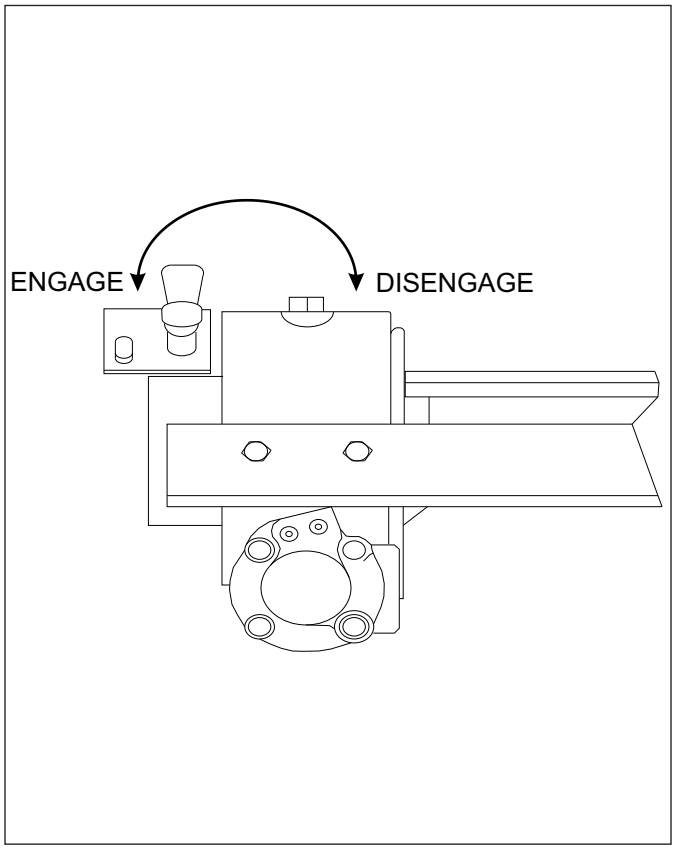
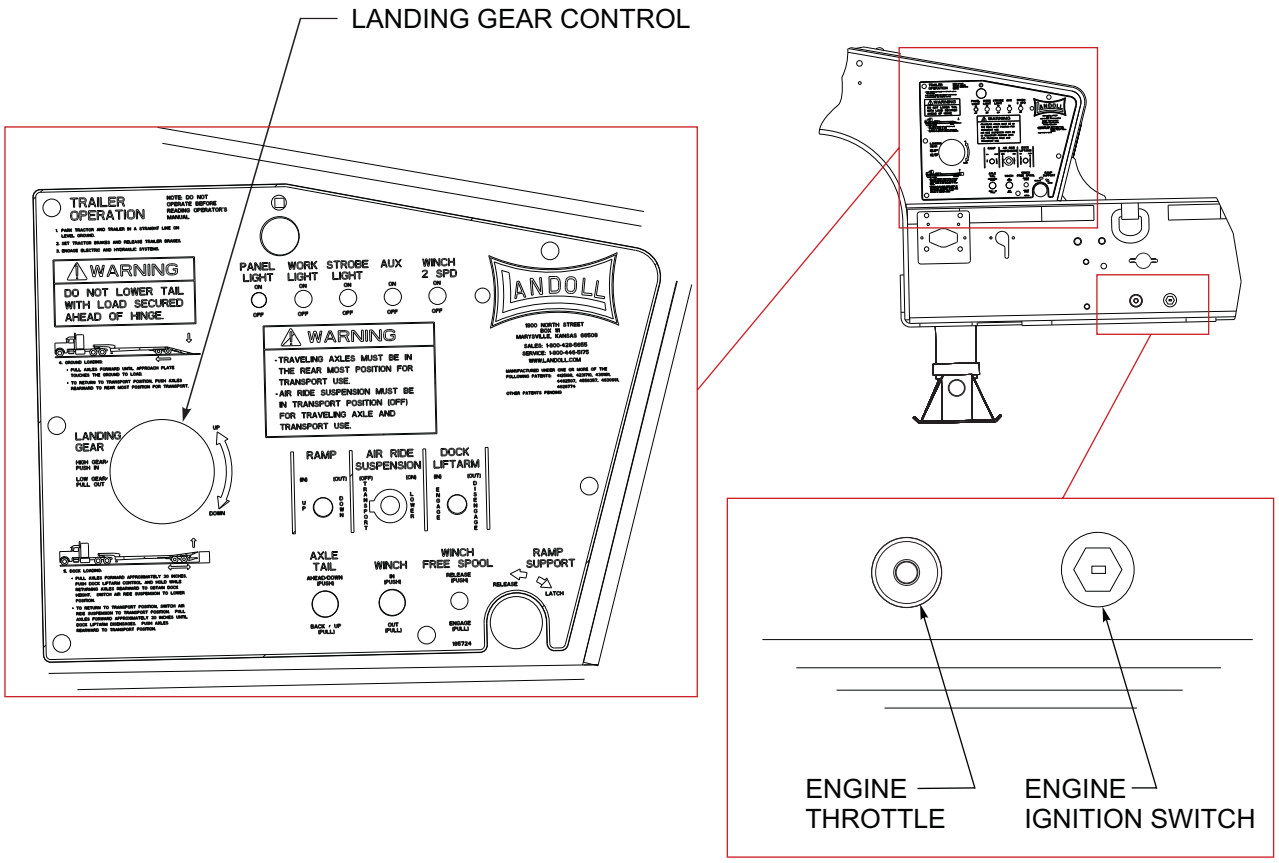

Figure 3-6: 20,000 LB. Winch Manual Clutch
Figure 3-10: Hydraulic Engine Package Control Panel (Option)
2. The Engine Ignition Switch is located below the hydraulic controls, and behind them on the driver's side of the semitrailer **(*See Figure 3-10*.)** Use the key to start and stop the Hydraulic Power Supply Engine. This switch has three positions: **(*See Table 3-5*.)**
3. The Hydraulic Power Supply Engine Throttle is located to the right on the driver's side of the semitrailer **(*See Figure 3-10*.)** The Engine Throttle controls the speed at which the engine operates. It is a variable position control **(*See Figure 3-6*.)**